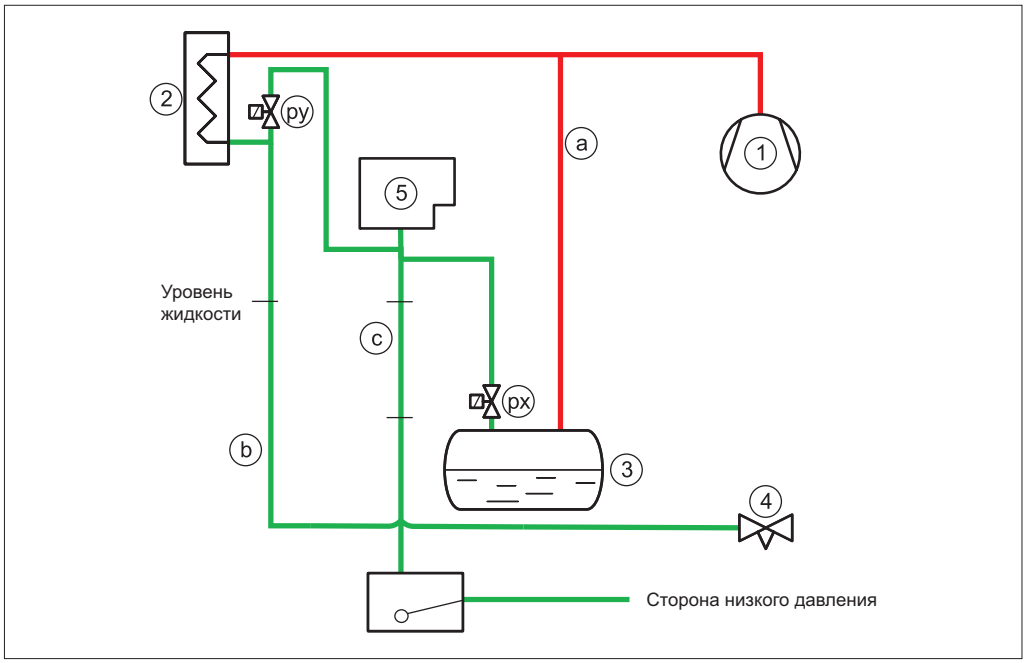

Рис. 7. Схема подключения воздухоотделителя с точками отбора (px) и (py). Сливной трубопровод (c) должен быть вертикальным / с нисходящим уклоном
На рис. 7 показано схемное решение слива жидкого аммиака через поплавковый клапан высокого давления (6) на сторону низкого давления.